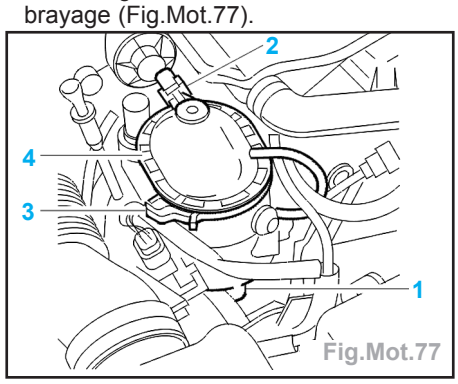

Fig.Mot.77
Impératif : avant d'effectuer cette opération, vider le corps en ouvrant la vis de purge (1) un tube plastique permet l'évacuation du gazole, le non-respect de cette opération entraîne l'écoulement du gazole sur le mécanisme d'embrayage (Fig.Mot.77).